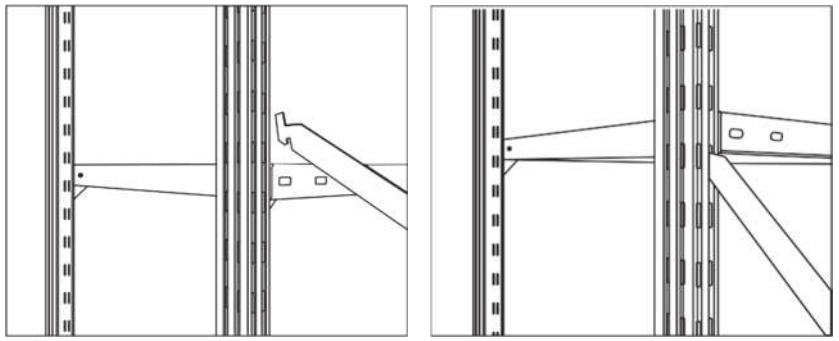

Рис. 10. Установка растяжки крестовины жесткости в стойку.
3. Крестовина жесткости располагается с задней стороны стеллажа. Вставьте зацепы растяжки крестовины жесткости в отверстия торца противоположных спаренных стоек на одном уровне, затем согните их под углом 45 градусов по направлению к центру стеллажа, соединение растяжек (пластин) крестовины происходит с помощью двух талрепов (типа «крюк-крюк»), т.е. каждые две диагональные растяжки крестовины жесткости соединяются одним талрепом (рис. 10–11).